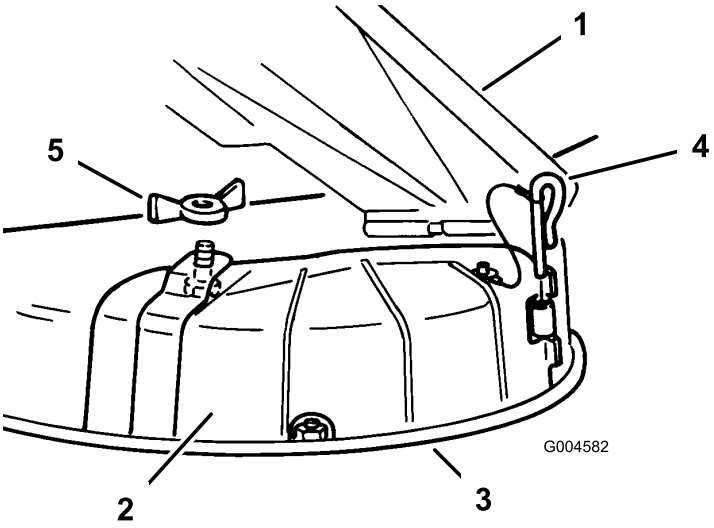

Figuur 21
3. Verwijder de vleugelmoer en de bout waarmee het deksel bevestigd is (Figuur 21).
4. Verwijder de scharnierpen waarmee het deksel aan het maaidek is bevestigd (Figuur 21).
3. Til de grasgeleider omhoog en plaats de afvoerafsluiter op de opening op de onderste lip van de maaier en schuif deze op het voorste scharnier (Figuur 21).
4. Schuif de scharnierpen door het scharnier (Figuur 21).
5. Bevestig de afvoerafsluiter aan de maaier met de vleugelmoer (Figuur 21).